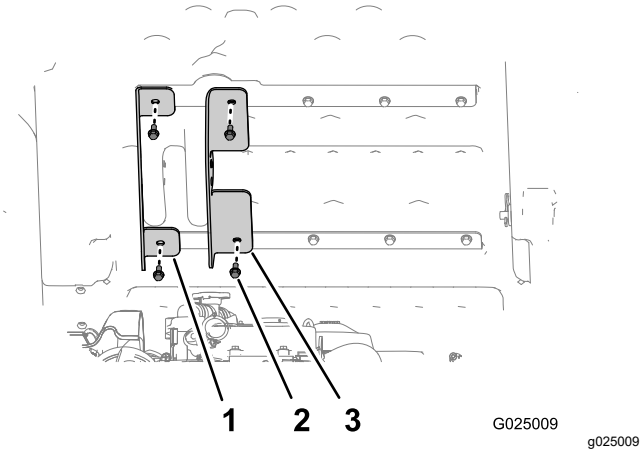

Figur 5
3. Ret løftebeslaget længst til venstre (beslaget med de korte flanger) ind efter de udvendige huller i ladets øverste og nederste afstiver (Figur 5).
4. Fastgør det udvendige løftebeslag til ladet med de 2 bolte, du fjernede i trin 1, og tilspænd boltene med hånden (Figur 5).
5. Ret det indvendige løftebeslag (beslaget med de lange flanger) ind efter de indvendige huller i ladets øverste og nederste afstivere (Figur 5).
6. Fastgør det indvendige løftebeslag til ladet med de 2 bolte, du fjernede i trin 2, og tilspænd boltene med hånden (Figur 5).
9. Tilspænd de fire bolte (5/16" x ¾"), der fastgør det indvendige og udvendige løftebeslag til ladet (Figur 5) til 15 til 16,6 N·m.